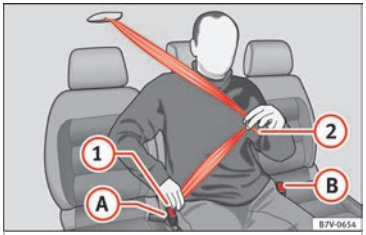

Fig. 89 Fasten the seat belt on the centre seat in the second row of seats
- Use latch plate of the belt ››› Fig. 89 (1) to pull the seat belt down. Do **not** twist the seat belt when doing so ››› ⚠.
- Engage the latch plate (1) in the buckle of the corresponding seat (A).
- Use the latch plate ››› Fig. 89 (2) to pull the seat belt across your lap.
- Engage the latch plate (2) in the buckle of the corresponding seat (B).
- Press the red button on the buckle ››› Fig. 89 (A). The latch plate is released from the buckle.
- Press the red button on the buckle ››› Fig. 89 (B). The latch plate is released from the buckle.